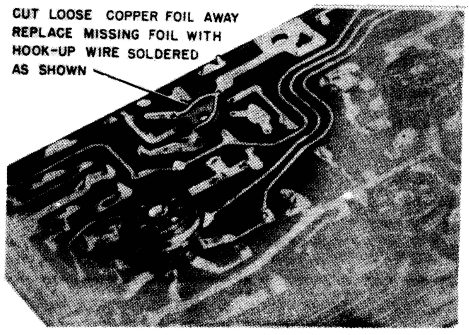

FIGURE 10. Jumper Wire Used to Replace Missing Metal Foil.
1. Should a portion of the foil be damaged or broken during removal or insertion of the socket or component, the damaged foil should be removed and piece or hook up wire fitted in its place. *See Figure 10.*